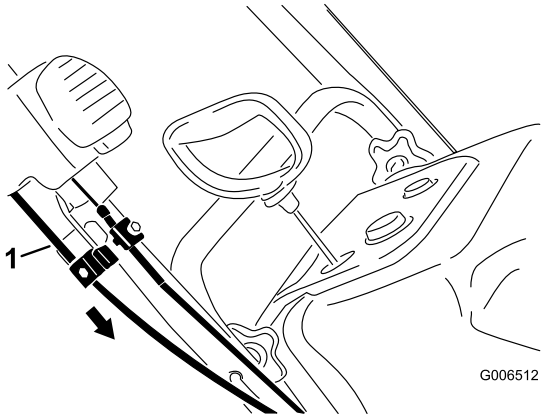

Rysunek 41
4. Przytrzymaj tunel wyrzutowy skierowany do przodu, ciągnij dolną osłonę linki w dół, aż zlikwidujesz luz linki, po czym dokręć mocno śrubę na dolnym zacisku linki (Rysunek 41).